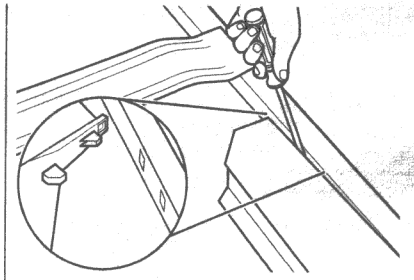

Figure 11 - Releasing ACU locking clips from washer side panel
- Appliance Control Unit (ACU) – Insert a screwdriver between the ACU housing and the washer side panel to release the locking clips (see Figure 4, page 13 for the location of one of the locking clips on the ACU, and see Figure 11, below, for how to remove the ACU). When the clips are released from the side panel, slide the ACU assembly toward the rear of the washer to remove.